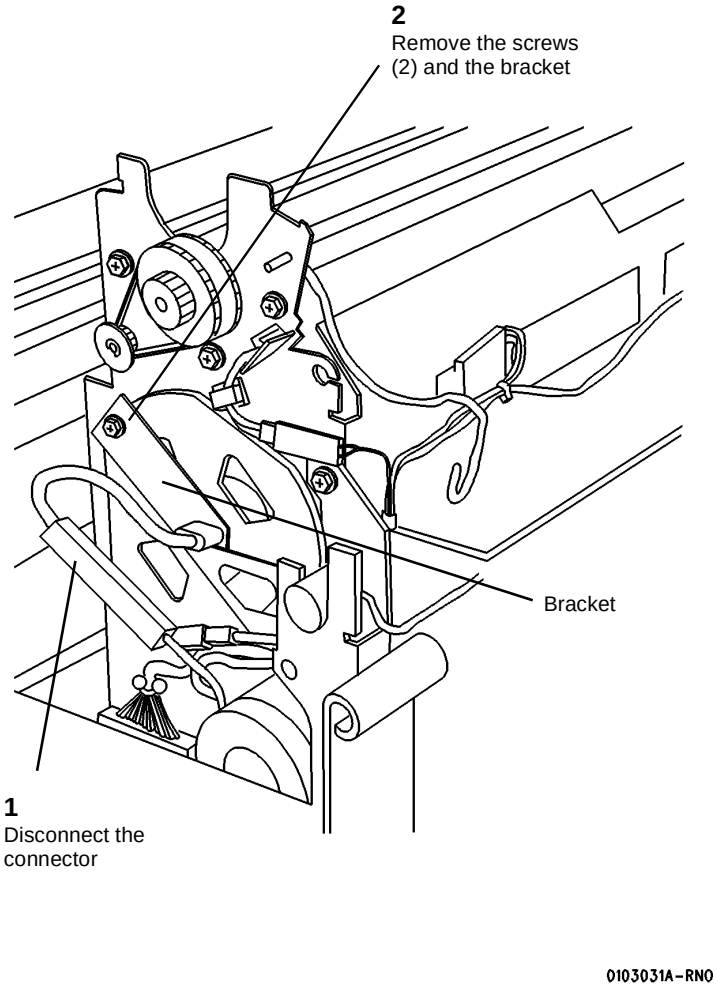

**Figure 2 Removing the Bracket (Left side)**
4. (Figure 2): Disconnect the Heat Rod and remove the bracket (Left side).